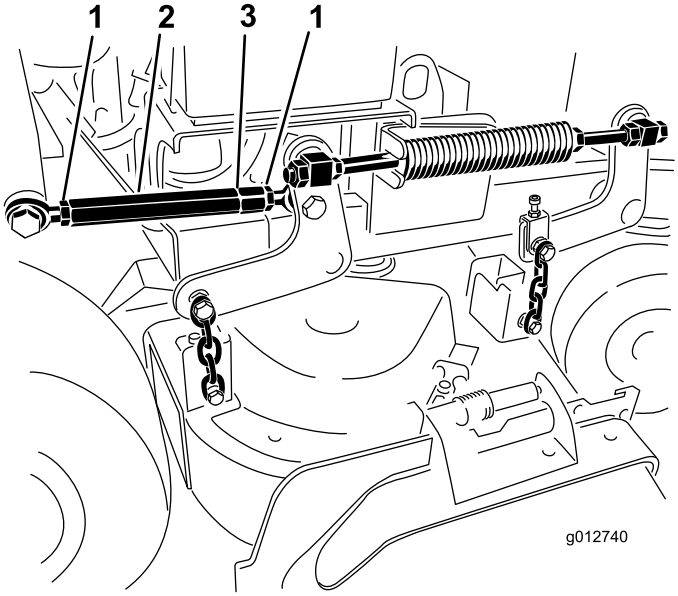

**Figuur 88**
7. Draai de contramoeren aan beide zijden van de spanschroef los (Figuur 88).
**Opmerking:** Het uiteinde van de spanschroef met de groef erin heeft linkse schroefdraad (Figuur 88).